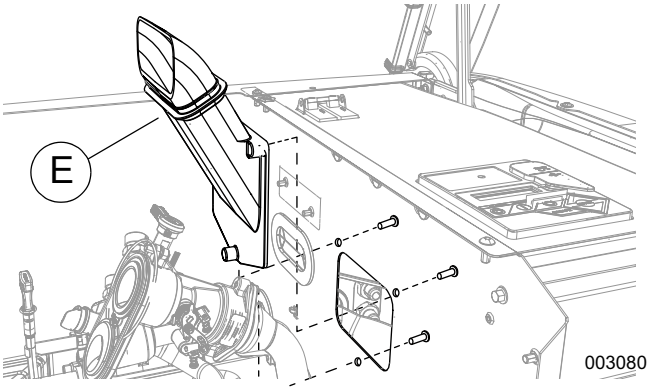

Figure 8. Removing the Snorkel (11–22 kW)
3. See *Figure 8*. Remove three mounting screws behind the engine divider panel to disconnect the snorkel (E).